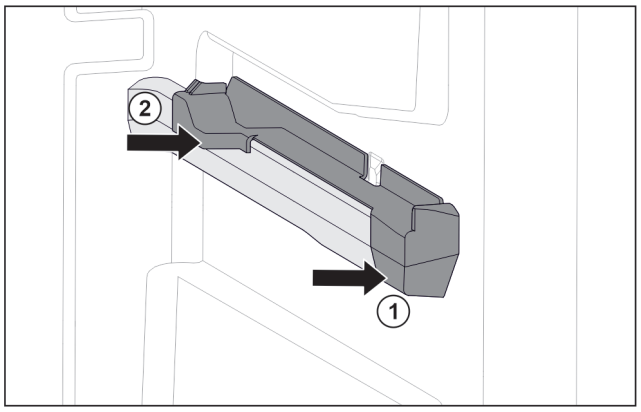

Fig. 108 Piesă de fixare pe nervura din dreapta a recipientului
▶ Așezați piesa de fixare în față pe nervura recipientului. *Fig. 108 (1)*
▶ Apăsați piesa de fixare spre spate. *Fig. 108 (2)*